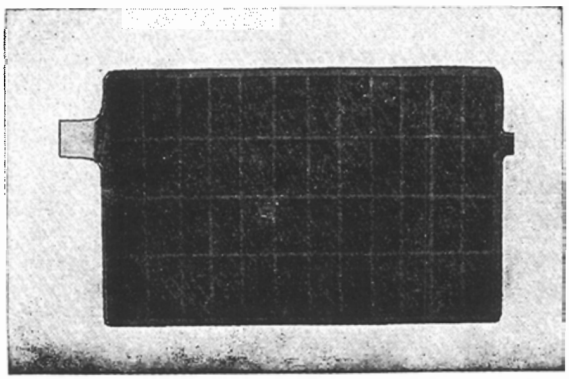

Fig. 5.49 Anode Plate
1. Anode plates **(Fig. 5.49)**